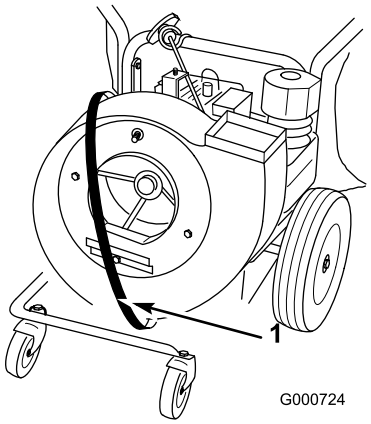

Bild 35
10. Legen Sie einen neuen Treibriemen um das Gebläsegehäuse (Bild 35).